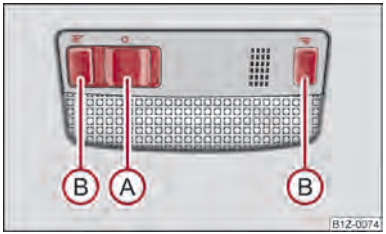

Fig. 31 Interior vehicle lighting - Variant 1
– Press switch Ⓐ towards the edge of the light, the symbol ⇒ fig. 31 appears.